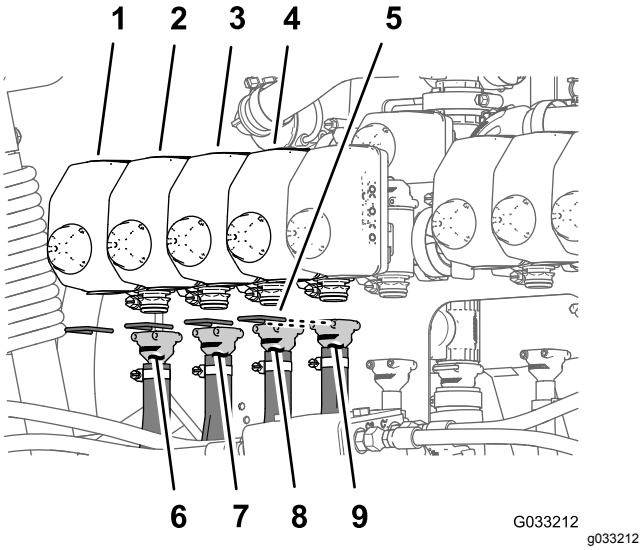
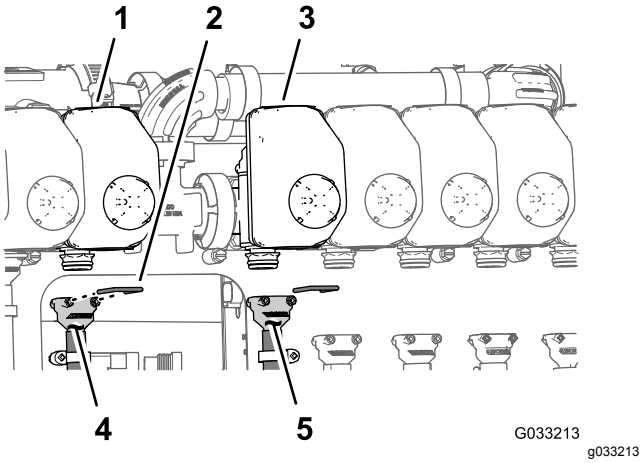
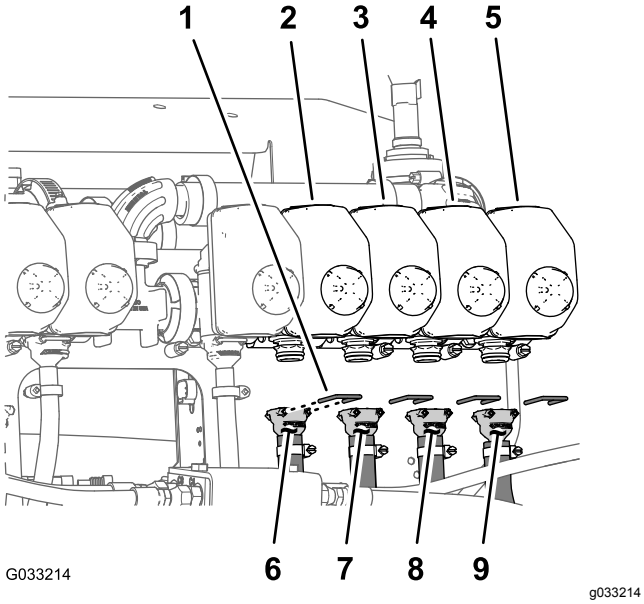

Figur 138
Figur 139
Figur 140
Bemærk: Se Figur 138 i Montering af slangerne på dyseventiler 1-4 (side 64), Figur 139 i Montering af slangerne på dyseventiler 5 og 6 (side 64) og Figur 140 i Montering af slangerne på dyseventiler 7-10 (side 65) for dyseventilpositioner.
1. Monter 279 cm-forsyningsslangens lige fitting med modhager på dyseventil nr. 1's kobling (Figur 138).
2. Fastgør fittingen med modhager på koblingen med en holder (Figur 138).
3. Monter 234 cm-forsyningsslangens lige fitting med modhager på dyseventil nr. 2's kobling (Figur 138).
4. Fastgør fittingen med modhager på koblingen med en holder (Figur 138).
5. Monter 188 cm-forsyningsslangens lige fitting med modhager på dyseventil nr. 3's kobling (Figur 138).
6. Fastgør fittingen med modhager på koblingen med en holder (Figur 138).
7. Monter 188 cm-forsyningsslangens lige fitting med modhager på dyseventil nr. 4's kobling (Figur 138).
8. Fastgør fittingen med modhager på koblingen med en holder (Figur 138).
1. Monter 81 cm-forsyningsslangens lige fitting med modhager på dyseventil nr. 5's kobling (Figur 139).
2. Fastgør fittingen med modhager på koblingen med en holder (Figur 139).
3. Monter 81 cm-forsyningsslangens lige fitting med modhager på dyseventil nr. 6's kobling (Figur 139).
4. Fastgør fittingen med modhager på koblingen med en holder (Figur 139).
1. Monter 188 cm-forsyningsslangens lige fitting med modhager på dyseventil nr. 7's kobling (Figur 140).
2. Fastgør fittingen med modhager på koblingen med en holder (Figur 140).
3. Monter 188 cm-forsyningsslangens lige fitting med modhager på dyseventil nr. 8's kobling (Figur 140).
4. Fastgør fittingen med modhager på koblingen med en holder (Figur 140).
5. Monter 234 cm-forsyningsslangens lige fitting med modhager på dyseventil nr. 9's kobling (Figur 140).
6. Fastgør fittingen med modhager på koblingen med en holder (Figur 140).
7. Monter 279 cm-forsyningsslangens lige fitting med modhager på dyseventil nr. 10's kobling (Figur 140).
8. Fastgør fittingen med modhager på koblingen med en holder (Figur 140).